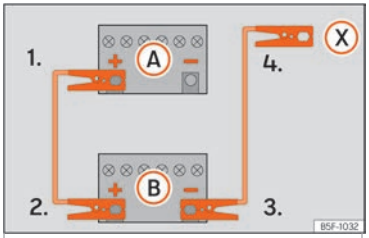

Fig. 49 Esquema de conexión para vehículos sin sistema Start-Stop.
2. Emborne un extremo del cable *rojo* de emergencia al polo positivo (+) del vehículo con la batería descargada (A) ››› fig. 49.
3. Emborne el otro extremo del cable *rojo* de emergencia al polo positivo (+) del vehículo que suministra la corriente (B).
4a. *En los vehículos sin sistema Start-Stop:* emborne un extremo del cable *negro* de emergencia al polo negativo (–) del vehículo que suministra la corriente (B) ››› fig. 49.